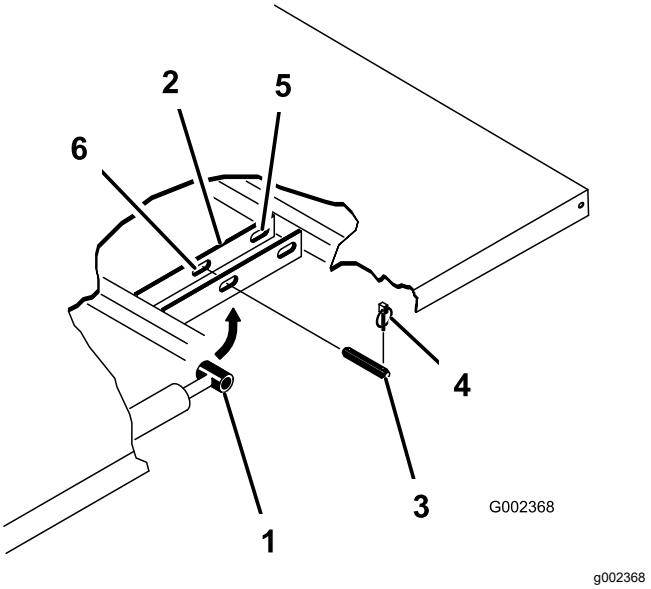

**Figuur 3**
4. Verwijder de borgpennen van de uiteinden van de gaffelpennen van de cilinderstang (Figuur 3).